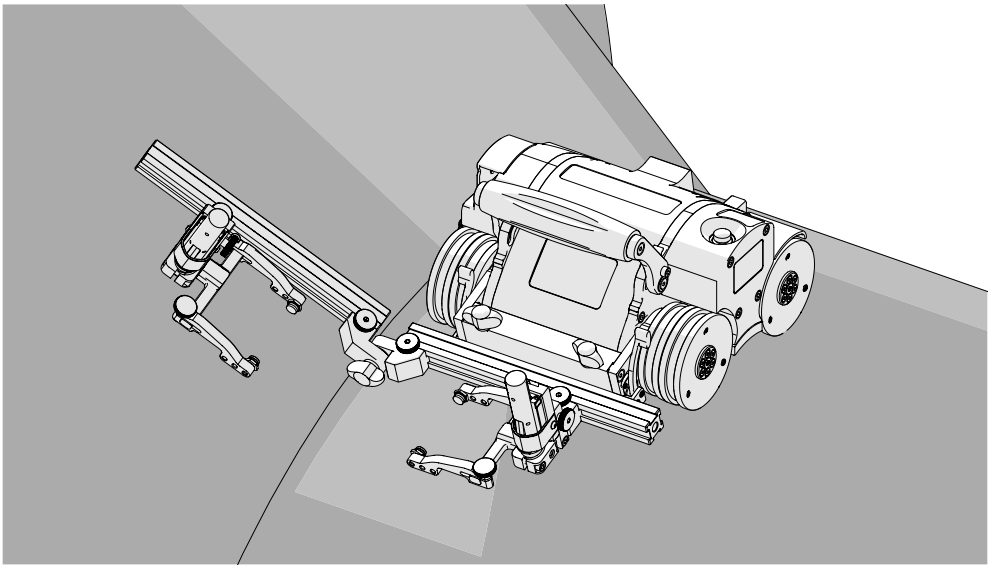

Fig. 183 - Align frame bar with flange scan surface
4. Loosen the pivot wing knob and align the frame bar parallel with the scan surface *(Fig. 183)*.